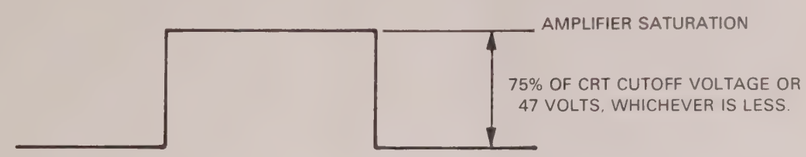

Figure 5-5. Z-axis Gain and Offset Adjustment
i. Adjust Z-axis offset (A5R19) such that the positive position of the pulse is just equal to the maximum Z-axis output, maintaining the same peak-to-peak amplitude obtained in step h (see figure 5-5).